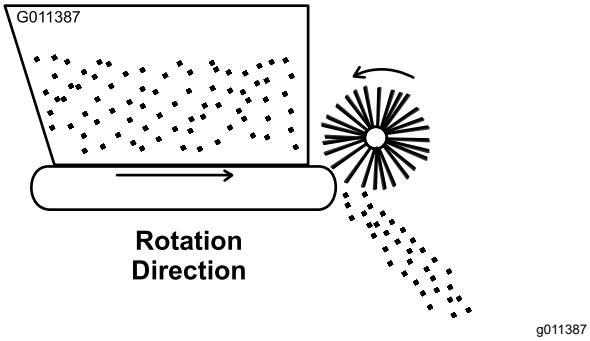

**Figur 19**
3. För fordonets reglage för fjärrhydraulik till KÖRLÄGET. Bandet och borsten ska rotera enligt Figur 19.